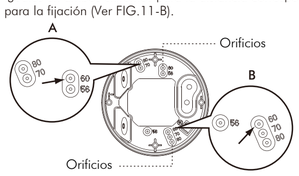

FIG.11-A
3.4.3.1 Hay 4 pares de orificios ciegos con varias distancias de 56mm a 80mm en la tapa inferior de la caja de conexiones combinada pueden ser seleccionados para diferentes aplicaciones de montaje (Ver FIG.11-A). Seleccione dos cifras iguales en ambos extremos para la distancia correspondiente para la fijación (Ver FIG.11-B).